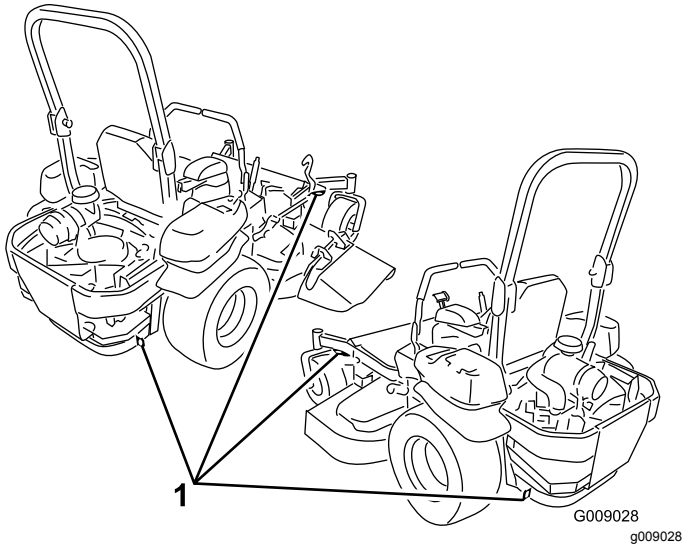

Figuur 36
5. Gebruik de metalen bindogen op de machine om deze goed te bevestigen op de aanhanger of de vrachtwagen met banden, kettingen, kabels of touwen (Figuur 36).